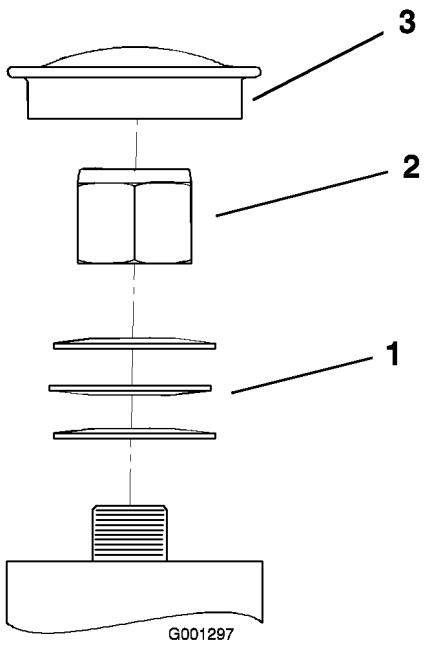

Figur 49
3. Ta av dammkåpan och dra åt låsmuttern (Figur 49).
4. Dra åt låsmuttern tills fjäderbrickorna är plana och släpp sedan efter 1/4 varv för att få rätt förbelastning på lagren (Figur 49).
Viktigt: Kontrollera att fjäderbrickorna har monterats korrekt i enlighet med Figur 49.
5. Montera dammkåpan (Figur 49).